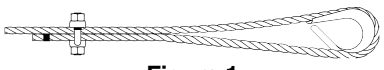

Figura 1
1. Consulte la Tabla 1 al seguir estas instrucciones. Doble hacia atrás la cantidad de cable especificada, desde el guardacabo u ojo. Coloque la primera grapa a una distancia equivalente a la base de la grapa desde el extremo muerto del cable. Apriete las tuercas uniformemente con torquímetro, alternando de una a la otra hasta lograr el valor de torque recomendado (Ver Figura 1)..